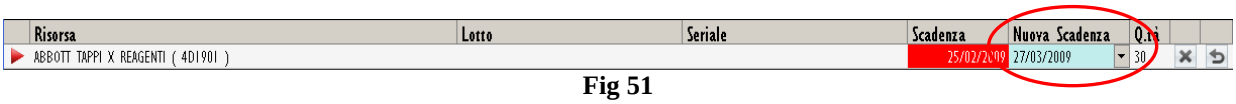

Fig 51
- click the cell indicating the resources' "new expiration date" (Fig 51).